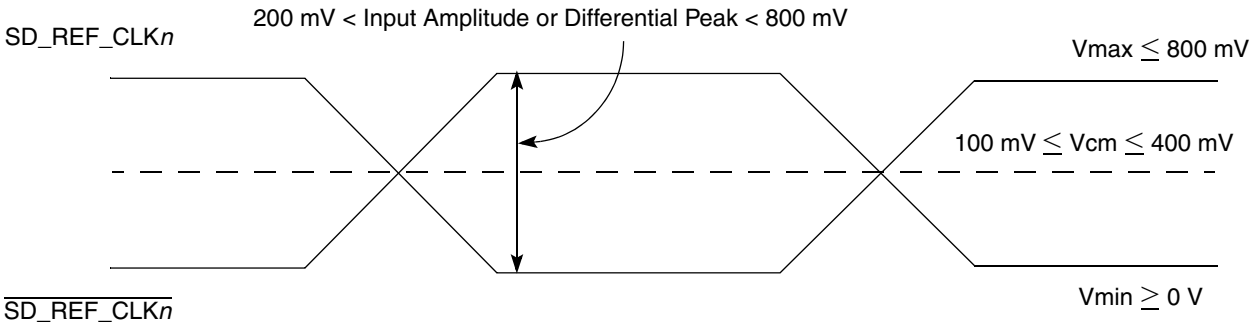

Figure 37. Differential reference clock input DC requirements (external DC-coupled)
- For an external DC-coupled connection, as described in Section 2.20.2.1, "SerDes reference clock receiver characteristics," the maximum average current requirements sets the requirement for average voltage (common mode voltage) as between 100 mV and 400 mV. Figure 37 shows the SerDes reference clock input requirement for DC-coupled connection scheme.